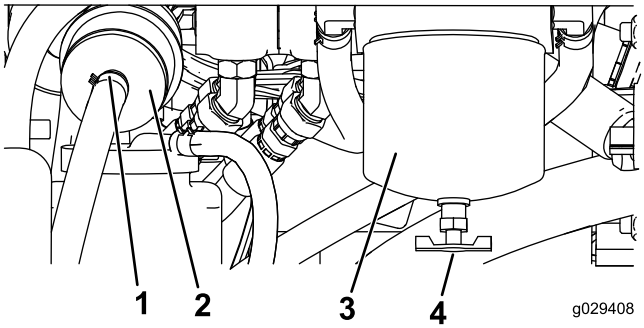

**Rysunek 48**
1. Zlokalizuj filtr paliwa w tylnej części silnika (Rysunek 48) i umieść pod nim czysty pojemnik.
1. Zlokalizuj filtry paliwa po prawej stronie silnika (Rysunek 48) i umieść pod nimi czysty pojemnik.
2. Wyczyść obszar wokół uchwytów wkładu filtra (Rysunek 48).
3. Wyjmij wkład filtra i oczyść jego powierzchnię montażową (Rysunek 48).
5. Przykręcaj ręcznie wkład filtra, aż uszczelka zetknie się z powierzchnią montażową, a następnie obróć o dodatkowe pół obrotu (Rysunek 48).
6. Zlokalizuj przelotowy filtr paliwa za wkładem filtra paliwa (Rysunek 48) i zwróć uwagę na kierunek przepływu wskazywany przez strzałkę z boku filtra przelotowego.
7. Rozłącz obejmy po obu końcach filtra przelotowego i zsuń z niego przewody (Rysunek 48). Wyrzuć filtr.
8. Naciągnij przewody na króćce nowego filtra (Rysunek 48), upewniając się, że strzałka na filtrze jest skierowana w tym samym kierunku co na starym filtrze.